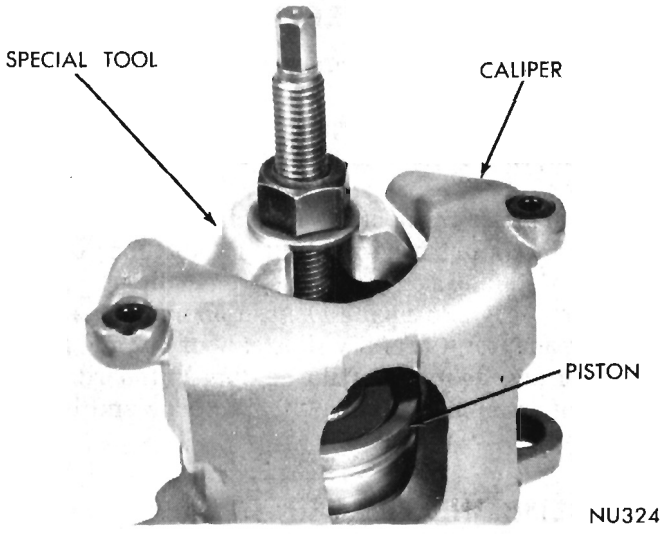

Fig. 10—Removing Piston from Caliper
protector jaws (Fig. 10). (Caution: **Excessive vise pressure will cause bore distortion and binding of piston.)**
(3) Using Tool C-4087, remove piston from caliper (Fig. 10). Care must be used so as not to scratch, burr or otherwise damage piston on outside diameter. To do so effects sealing qualities of piston. Draw piston straight out of its bore. If a piston becomes cocked removal is more difficult and piston or bore may be damaged. **CAUTION: UNDER NO CONDITION SHOULD AIR PRESSURE BE USED TO REMOVE PISTON FROM BORE. PERSONAL INJURY COULD RESULT FROM SUCH PRACTICE.**
(1) Clamp caliper in vise (with protector jaws), (Fig. 10). Caution: Excessive vise pressure will cause bore distortion and binding of piston.